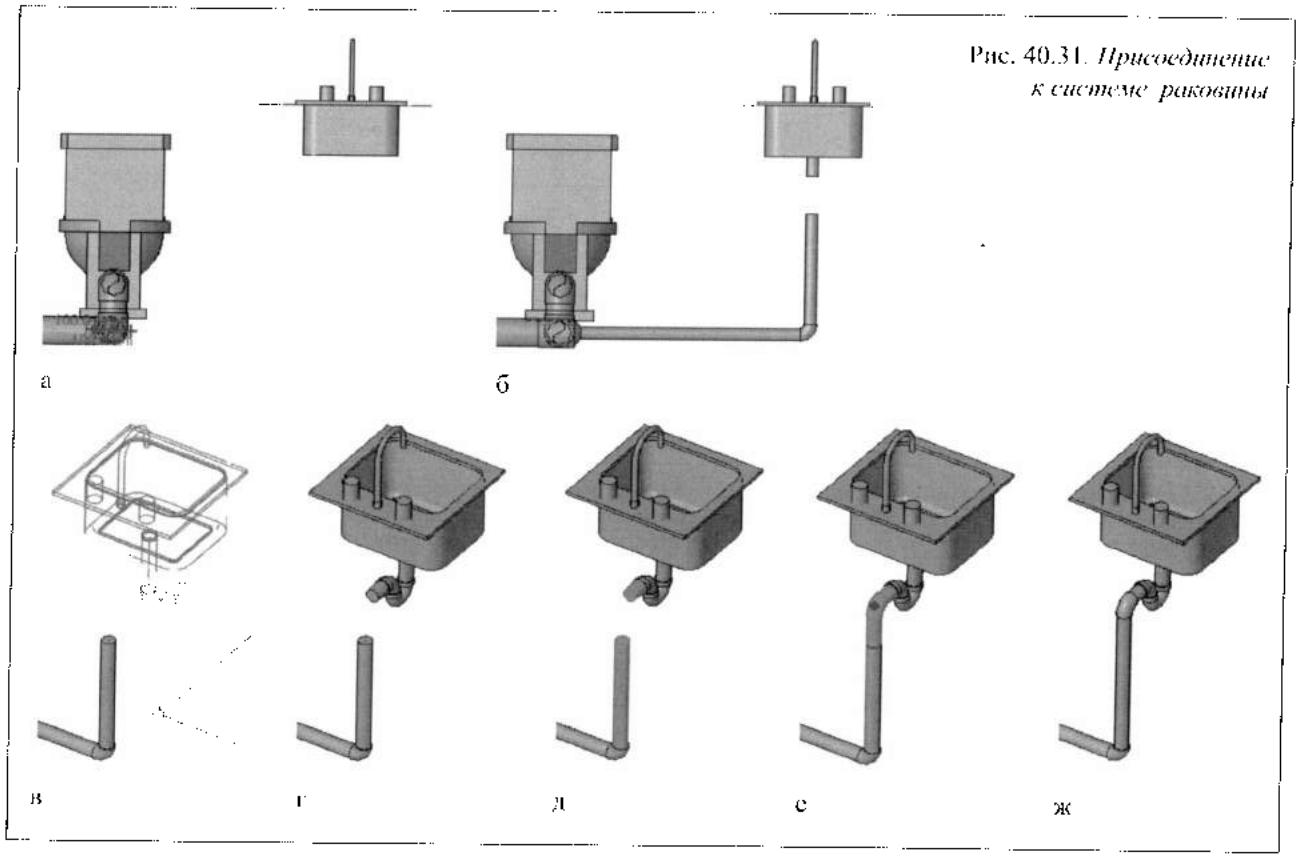

Рис. 40.31. *Присоединение к системе раковины*
9. Подсоединить к системе канализации трубопроводами раковину (рис. 40.31).